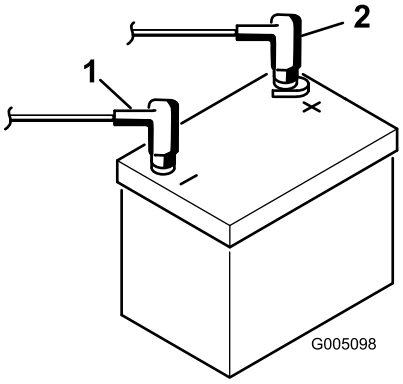

Figur 6
2. Koppla den positiva batterikabeln (röd) mellan startmotorns magnetspole och pluspolen (+) på batteriet (Figur 6). Fäst den med en skruvnyckel och bestryk anslutningen med vaselin. Kontrollera att kabeln går fri från sätet när det befinner sig i det bakre läget, annars kan kabeln slitas ut eller skadas.